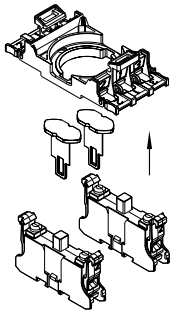

Fig. 4
3. Premontaje de los elementos de contacto en el portacontactos (véase fig. 4): Para la colocación sólo está permitido utilizar las posiciones exteriores*: